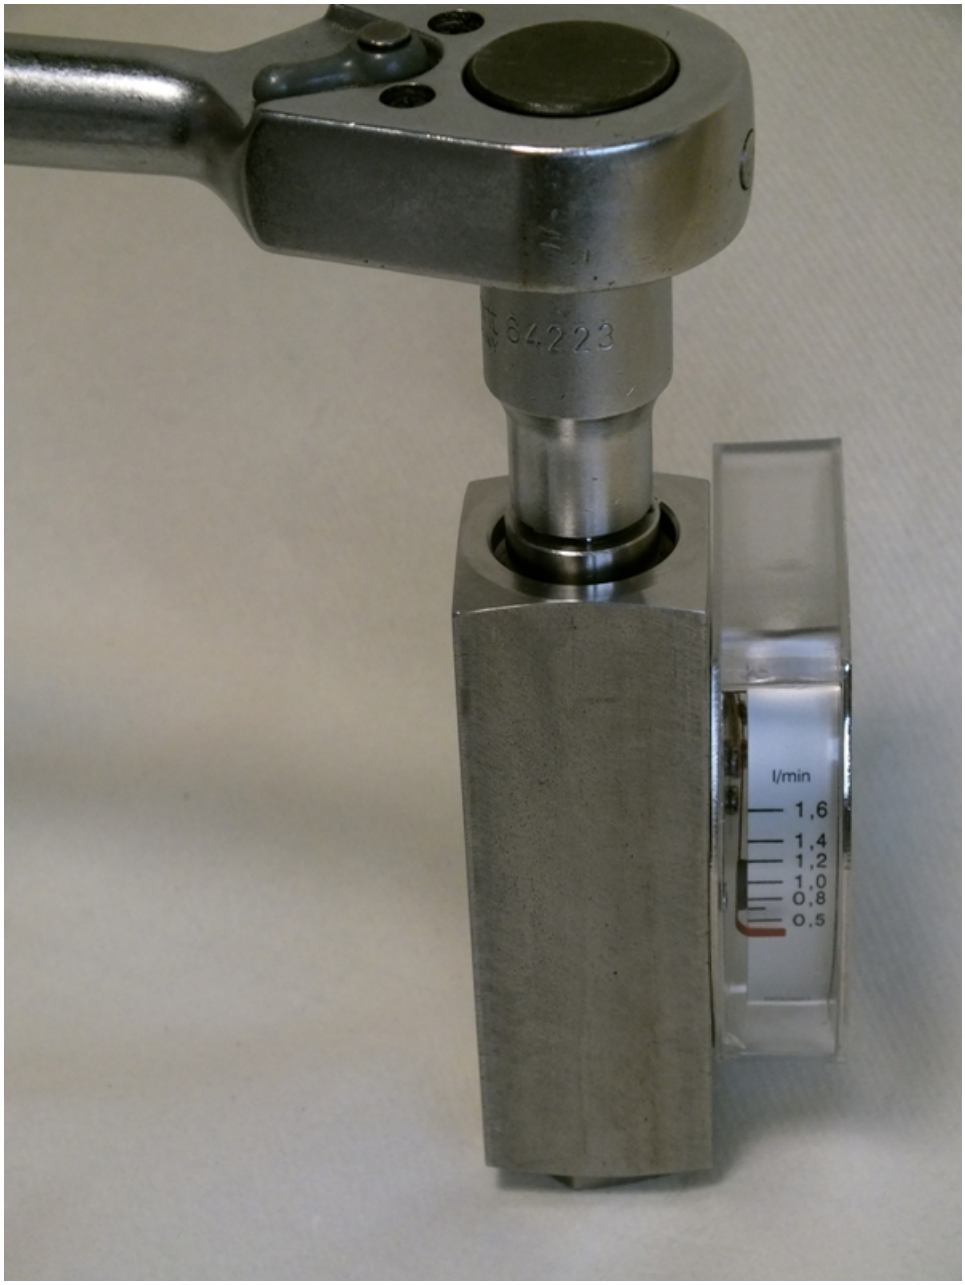

Fig. 45: Loosen threaded ring (outlet)
9. Insert socket wrench into the threaded ring insertion tool and loosen the threaded ring (*Fig. 45*). Hold the device body in place using a proper sized spanner wrench.